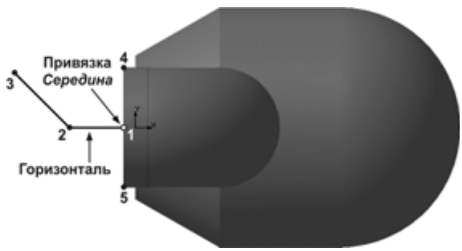

Рис. 6.63
- Постройте ломаную линию 1-2-3, как это показано на рис. 6.63. Начальную точку 1 укажите в середине ребра 4-5, с помощью привязки **Середина**.